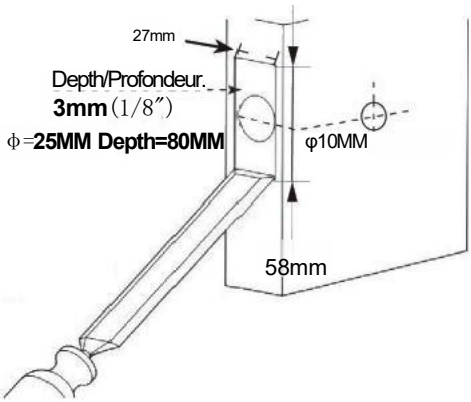

Abb. 2
1) Markieren Sie einen Mittelpunkt auf der "Riegel-Mittellinie". (siehe Abb. 2).